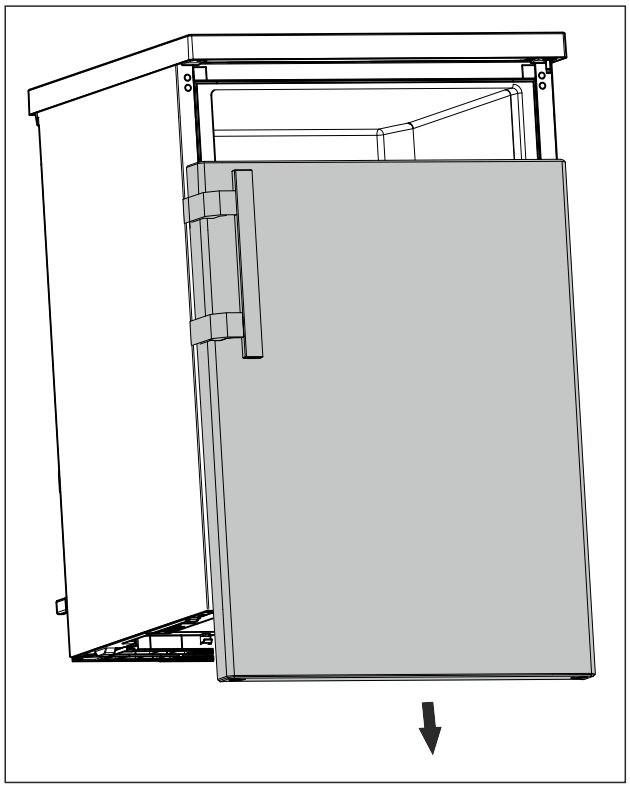

Fig. 12
▶ Remove the door downwards. (see Fig. 12)